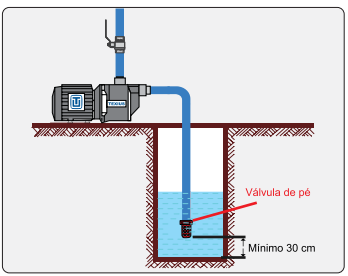

Figura 1
7.3 Quando a bomba for instalada acima do nível de captação, a tubulação de sucção deverá prever uma válvula de pé ou crivo (válvula de fundo de poço). A válvula de pé manterá a bomba escorvada, ou seja, manterá a bomba e a tubulação de sucção preenchida com o líquido quando o sistema for interrompido (ver figura 1).
7.4 A válvula de pé deve ficar, pelo menos, 30 cm acima do fundo, no centro do poço ou cisterna e deve-se garantir uma coluna de água suficiente para que não entre ar pela mesma. (ver figura 1).